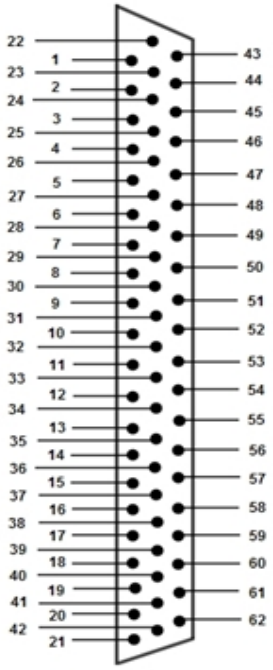
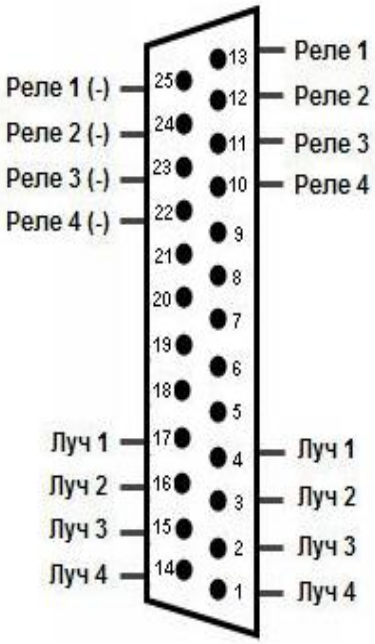

Рис. 2 Разводка внешнего разъема плат SL USBIO 16x8 и USBIO 24x4
Рис. 3 Разводка внешнего разъема платы SL USBIO 4x4
Распайка разъема, поставляемого в комплекте с платами SL USBIO производится в соответствии с разводкой внешнего разъема. Разводка внешнего разъема платы SL USBIO представлена на Рис. 2 и Рис. 3:
- найти контакты нужного "луча" на разъеме в соответствии с его разводкой - Рис. 2, Рис. 3 и Табл. 1
- найти контакты нужного "реле" на разъеме в соответствии с его разводкой - Рис. 2, Рис. 3 и Табл. 1